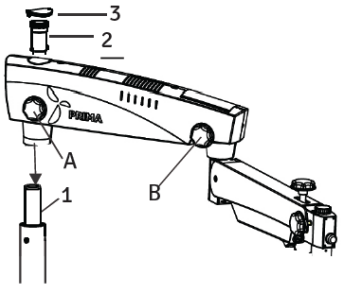

Fig. 38
3. **Remove the arm assembly from the box and follow the instructions below (see Fig.38).**
⚠ **Do not unscrew knob A completely. see fig.38.**
B. Place the arm assembly on the column shaft (1) shown in Fig. 38.
C. Screw in the threaded plug from the top (2).
D. Put the protective cap (3) in place, and loosen the suspension arm locking knob (B) so that it can be rotated.